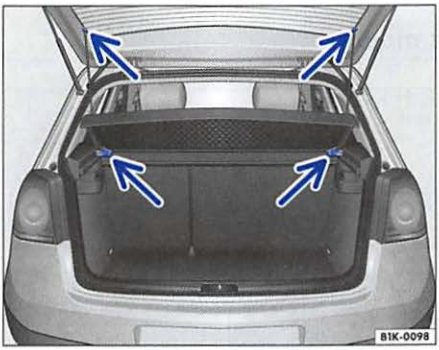

Fig. 70 Removal and installation of luggage compartment cover
– Unhook the retaining straps at the rear hatch ⇒ fig. 70 -top arrows-.
– Pull the cover to the rear out of its side-mounted retainers ⇒ page 71, fig. 70 -lower arrows-.